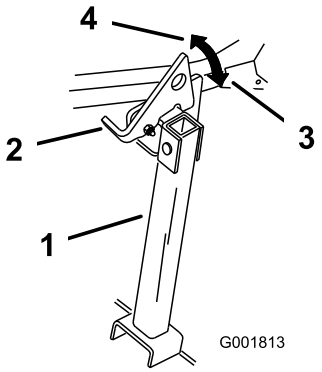

Rysunek 36
2. Unieś zaczep, aby go odblokować (Rysunek 36).